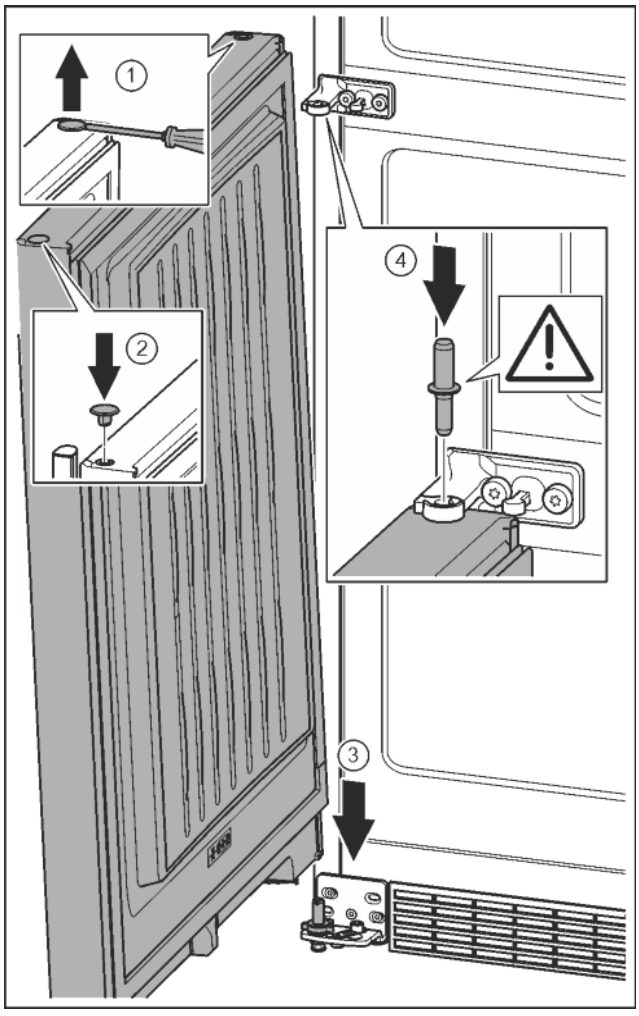

*Fig. 23*
- ▶ Carefully lift up the plugs with a slotted screwdriver and remove them. *Fig. 23 (1)*
- ▶ Insert the plugs again on the other side of the door. *Fig. 23 (2)*
- ▶ Position the door from above onto the lower bearing pins. *Fig. 23 (3)*
- ▶ Insert the centre bearing pin through the centre bearing bracket into the lower door. Make sure that the catch mechanism is pointing to the rear. *Fig. 23 (4)*